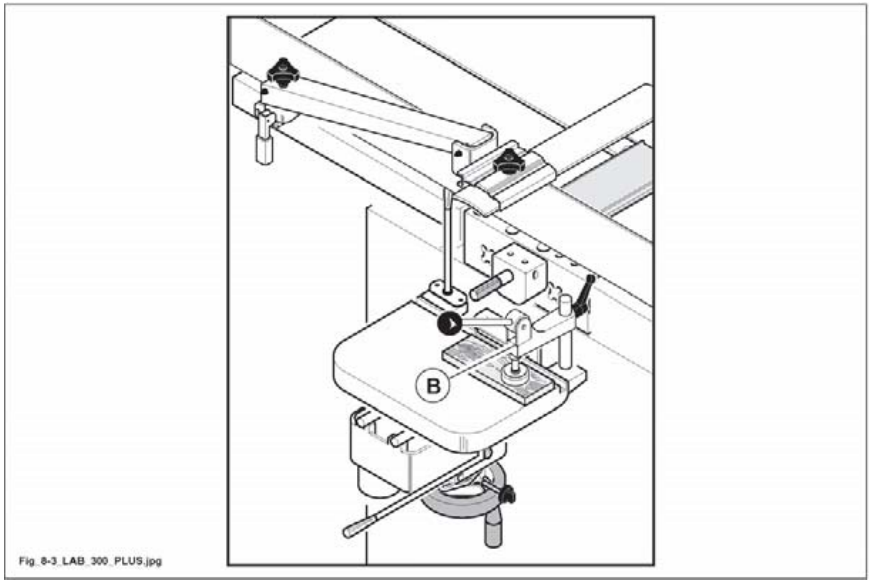

Abb. 8.3
- Das Stück auf dem Tisch aufsetzen und bis zum Anschlag vorschieben und es mit dem Drücker (B Abb. 8.3) befestigen.